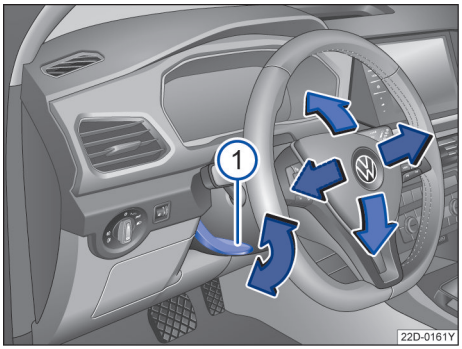

图 60 调节方向盘位置
– 将图示操纵杆→图 60 ① 向下翻转。
– 将操作杆 ① 用力向上推，直到它回复到锁止位置 →⚠。